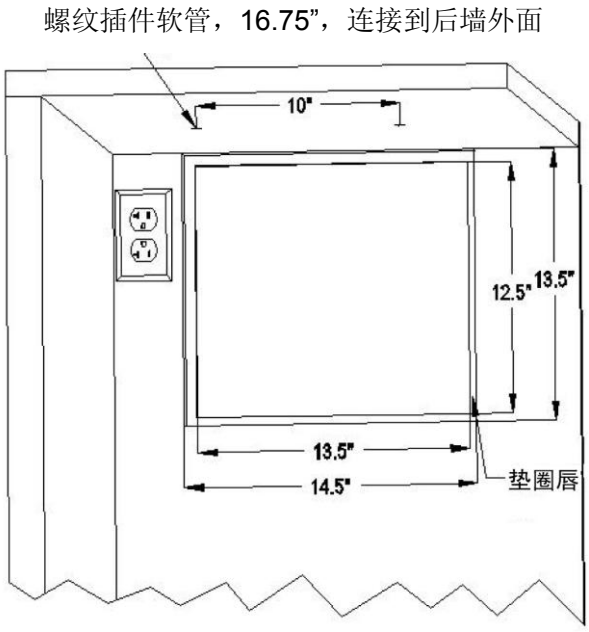

图 2.1 厨柜抠图和垫圈边缘
- 在开口内切一个矩形，该矩形宽度和高度比冷却装置小 1/4”。 切割时，不要切穿，在壁上留下 1/2”边缘，放置垫圈（见图 2.1 和 2.2）。
- 在天花板上切 2 个孔，用于安装内径为 1/4 的木质螺纹插件（见图 2.1 和 2.4）。